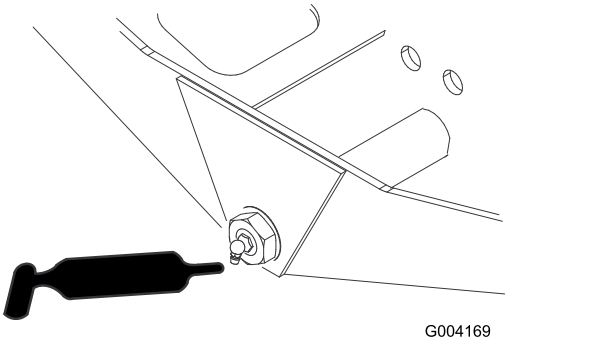

Figur 32
- Akselstyringsdreietapp (1) – Figur 32